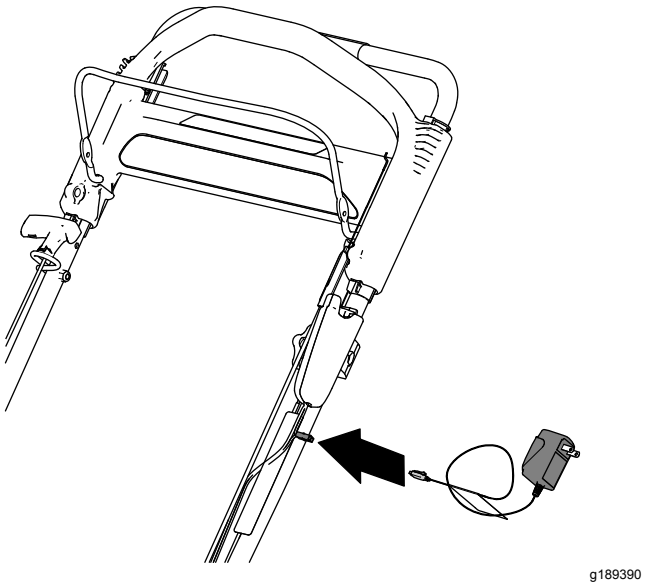

Figuur 35
1. Sluit de acculader aan op de kabelboom die zich onder de elektrische startknop bevindt (Figuur 35).